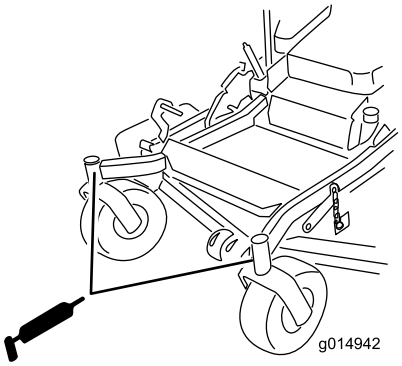

Figure 40
10. Install the hex plug and dust cap (Figure 40).